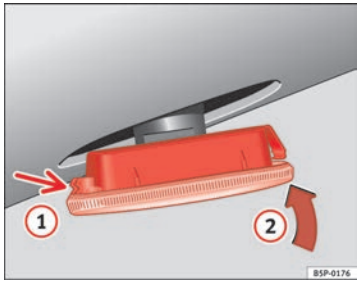

Fig. 175 Side indicator
– First place the indicator in the opening in the bodywork, fixing the tabs ⇒ fig. 175, arrow (1).
– Insert the indicator as shown by the arrow (2) ⇒ fig. 175. ■